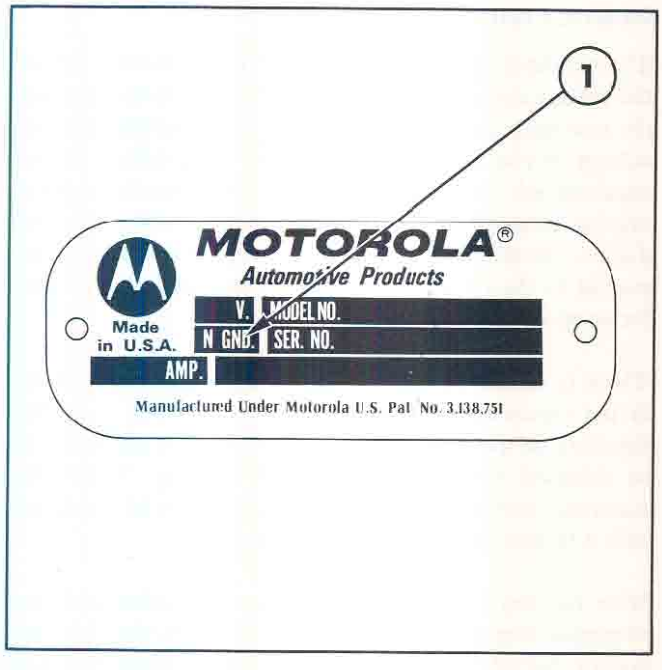

Figure 9
- Observe proper battery and system polarity when installing the battery in the tractor. The alternator nameplate indicates the system polarity, see Figure 9. Incorrect battery polarity will destroy the rectifier diodes in the alternator.